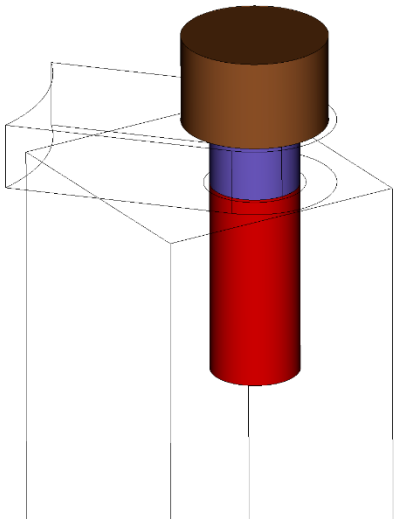

**Figure 3. Bolt after reduce operation using fit_volume, webcut and block assignment options.**
**lower volume, removing any gaps and overlaps surrounding or below the bolt. Figure 3 shows the result of the tight_fit option. This option cannot be used if an insert volume is also specified. See figure 4. for an example illustrating the tight_fit option.**